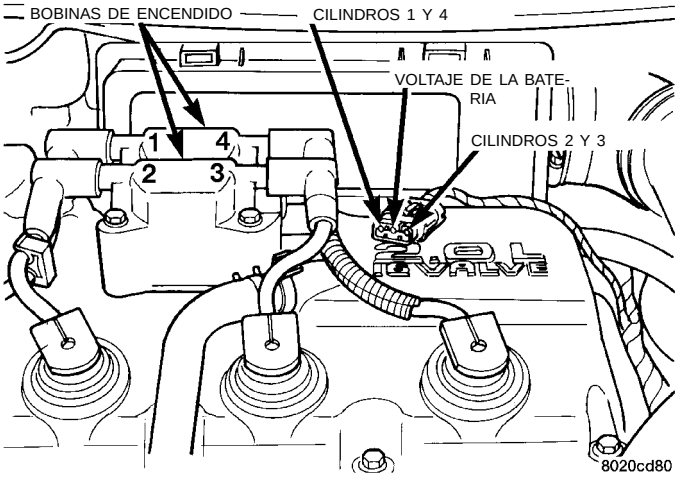

Fig. 20 Conector del mazo del motor de la bobina de encendido
(1) Verifique el voltaje de la batería. Este debe ser aproximadamente de 12,66 voltios o mayor, a fin de realizar la prueba de fallo en el arranque.
(2) Desconecte el conector del mazo del conjunto de bobina (Fig. 20).
(3) Conecte una luz de prueba al terminal B+ (voltaje de batería) del conector eléctrico de la bobina y a masa. El cable B(+) para la bobina del DIS es el terminal central. **No abra el terminal con el probador de la luz de prueba.**